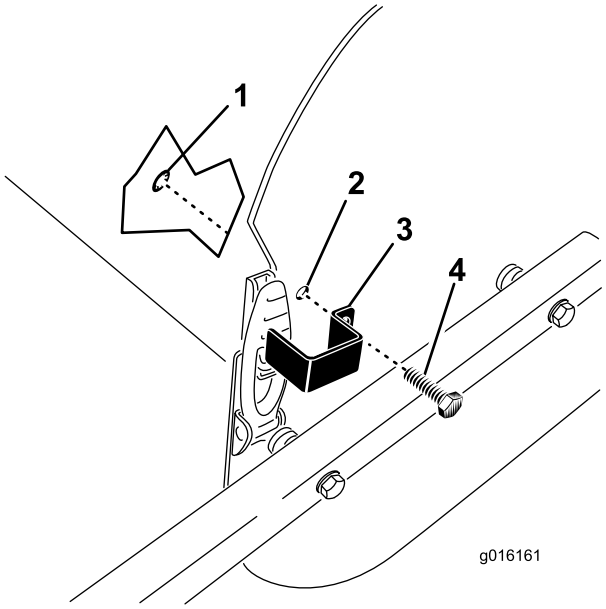

**Figuur 30**
1. Zet het borgplaatje op de kapvergrendeling terwijl u de montage-opening uitlijnt met het gat in de zijplaat (Figuur 30).
2. Bevestig het borgplaatje aan de zijplaat met een tapbout en een borgring (Figuur 30).